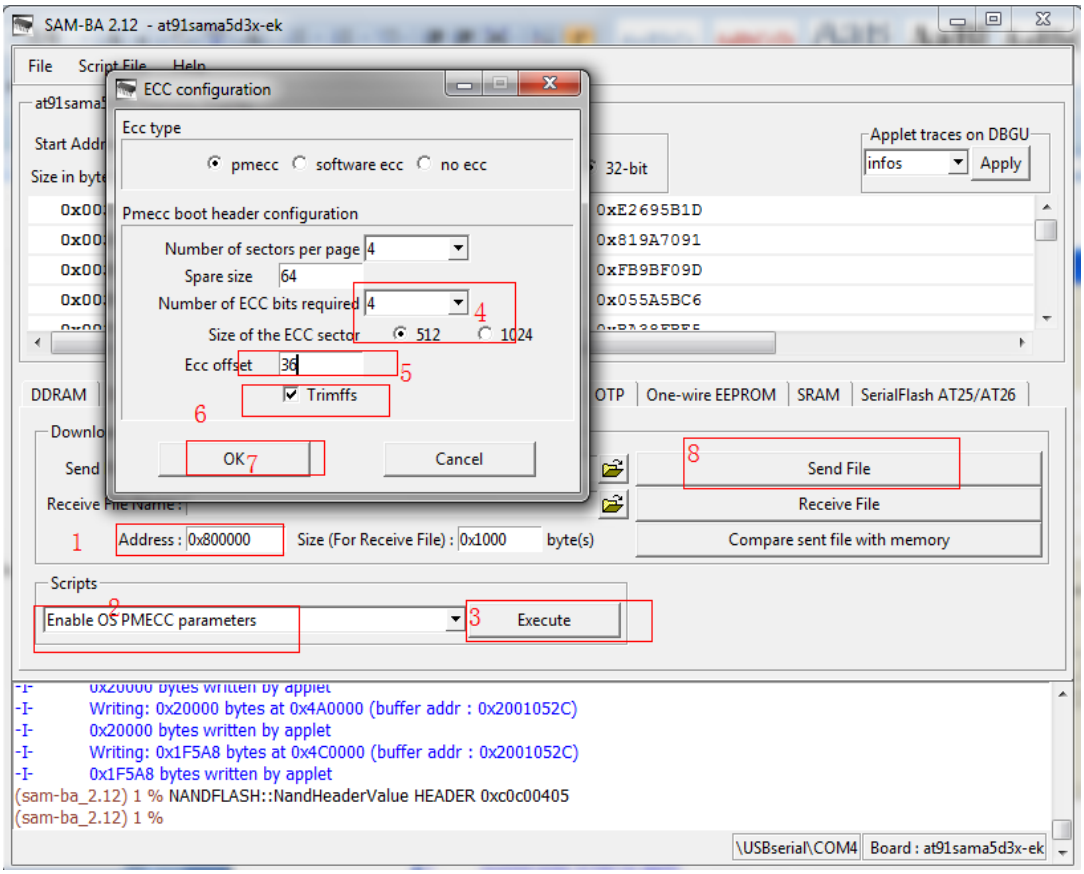

Figure 3-17
⑨ Download [rootfs. ubi] to address: 0x80000. Refer to figure 3-17(Note: Select Enable OS PMECC parameters, and click “Execute” to select Trimffst.):